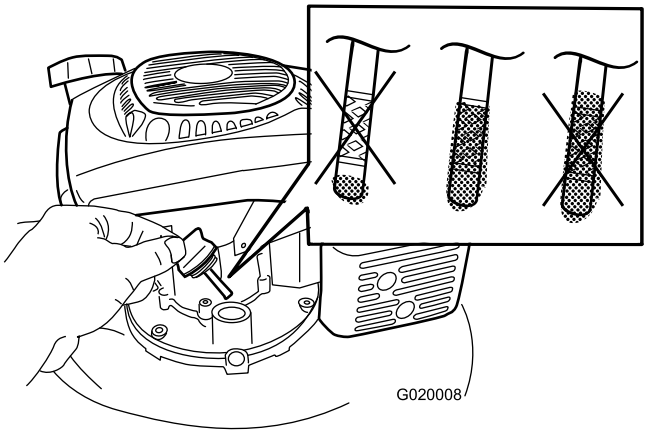

Figura 18
4. Vierta aceite **lentamente** por el tubo de llenado hasta que el nivel de aceite llegue a la marca de Lleno de la varilla (Figura 18). **No llene demasiado.** (Capacidad máxima: 0.65 L, tipo: aceite detergente 10W-30 o SAE 30, con clasificación de servicio API, SJ, o superior.)